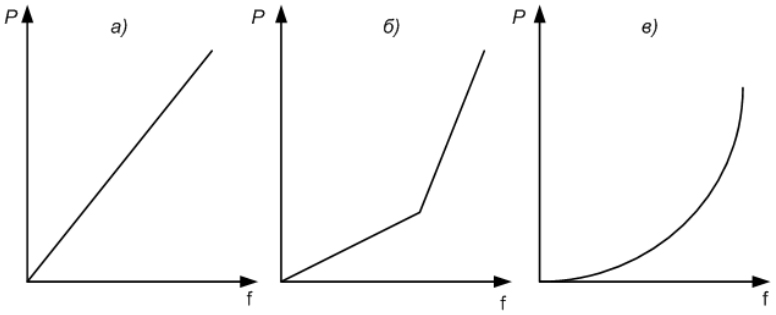

Рис.1. Силовые характеристики пружин.
1. Укажите, какие из представленных конструкций пружин (рис.2) имеют линейную, билинейную и нелинейную силовую характеристику (рис.1).